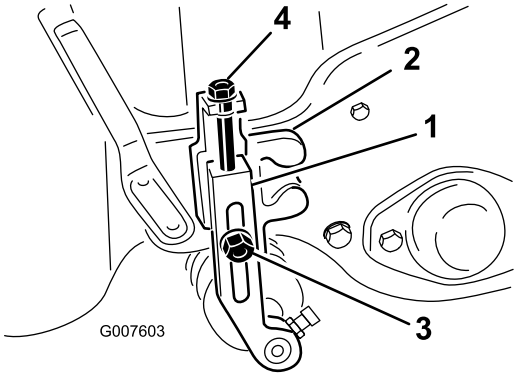

**Figuur 48**
2. Draai de borgmoeren los waarmee de maaihoogte-armen zijn bevestigd aan de maaihoogtebeugels (Figuur 48)